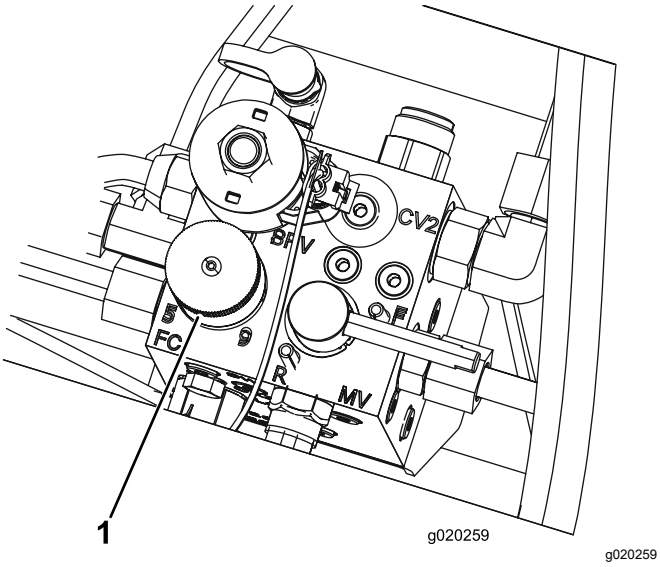

Figuur 37
4. Om het toerental in te stellen, draait u aan de knop (Figuur 37) tot de wijzer de gewenste instelling aangeeft.